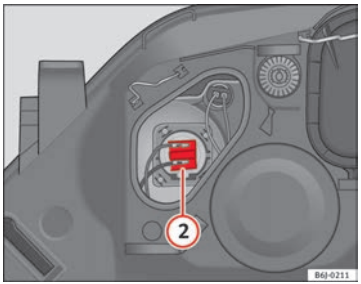

Fig. 145 Main beam headlights
– Remove connector ⇒ fig. 145 (2) by pulling outward.